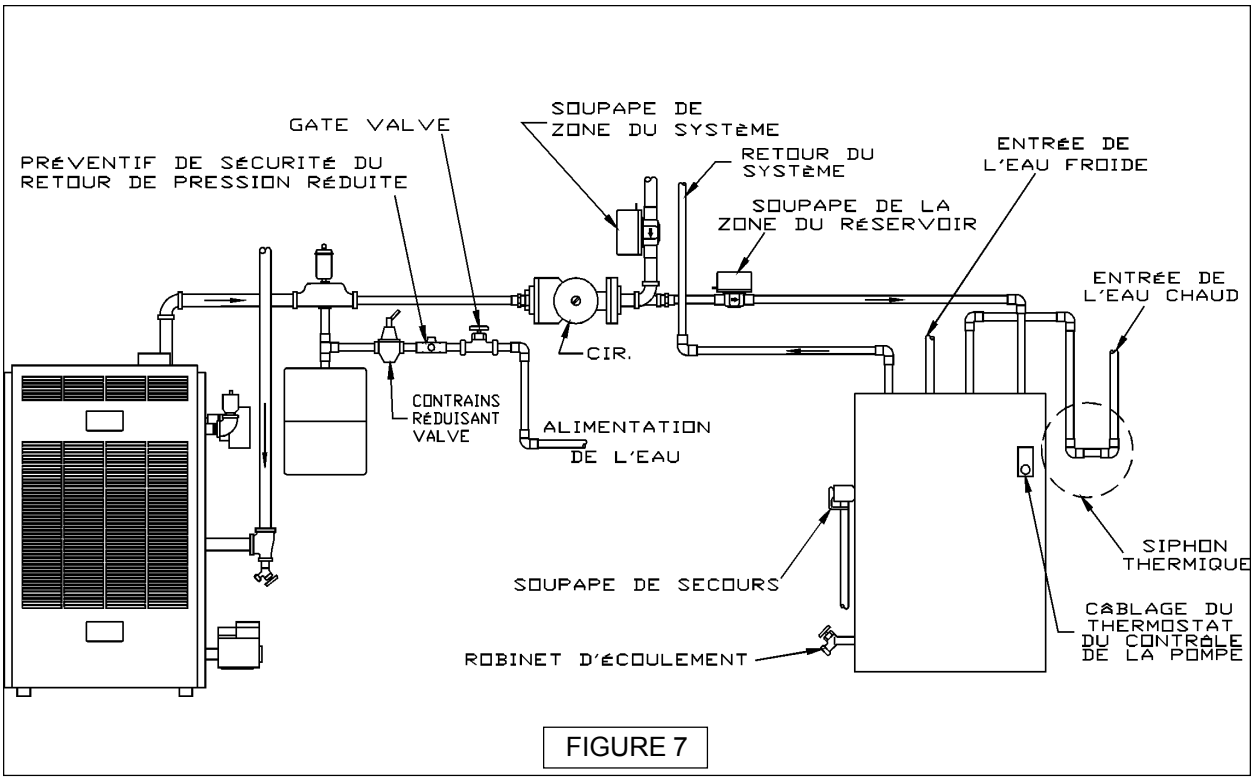

FIGURE 7
8. L'installation typique des soupapes de zone est montrée à la figure 7